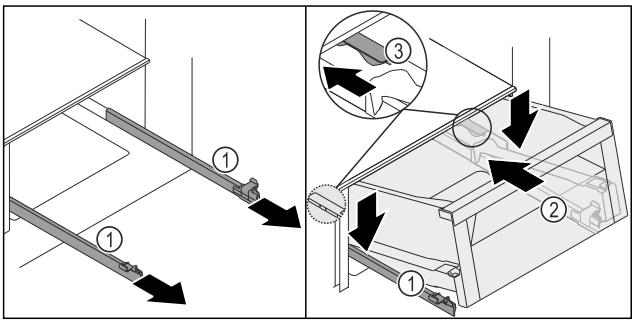
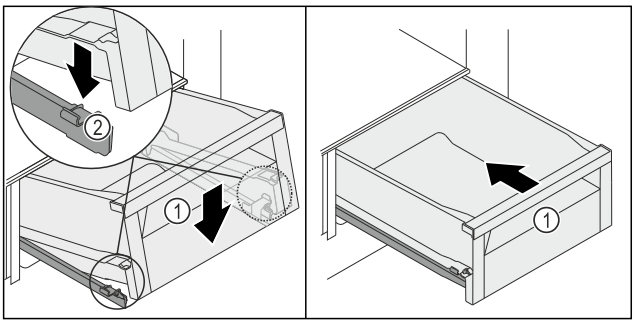

Fig. 117
Fig. 118
▶ Hold fast i skinnerne *Fig. 117 (1)*, og sæt skuffen *Fig. 117 (2)* oppefra bag stopperen *Fig. 117 (3)* på skinnerne *Fig. 117 (1)*.
▶ Skub skuffen *Fig. 117 (2)* ind til anslag på skinnerne *Fig. 117 (1)*.
▶ Sænk skuffen *Fig. 117 (2)* foran, så skuffen glider ind venstre og højre klemme *Fig. 118 (2)*.
▷ Skuffen *Fig. 118 (1)* går hørbart i indgreb.
▶ Skub skuffen *Fig. 118 (1)* ind.